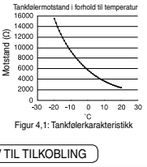

Figur 4,1: Tankfølerkarakteristikk
8. Tankføleren skal være av motstandstypen, se Figur 4,1 for karakteristikker og informasjoner om føleren. Dens kabel skal være (2 x min 0,3 mm²), dobbelt isolasjonslag (med isolasjonsstyrke på min 30 V) av PVC-isolasjon eller polykloropren-isolasjon.
10. Det må monteres solcelle-kobling PCB ⑤ (ekstrautstyr) på monoblokkenheten når det brukes solcelle-pumpestasjon. Se monteringsveiledning for solcelle-kobling PCB for informasjoner om monteringen.